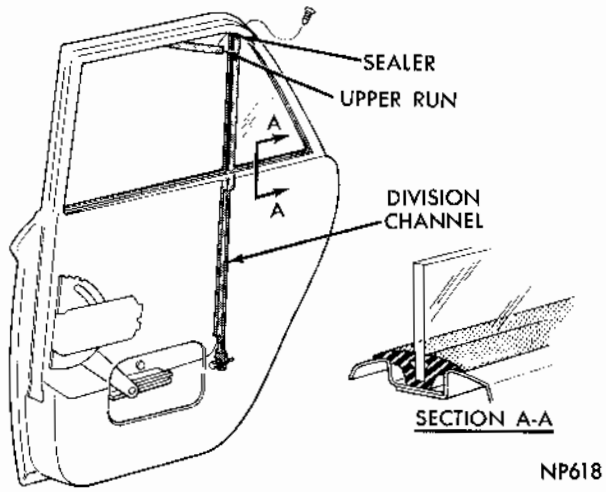

Fig. 7 - Rear Door Stationary Glass-Sedan
(1) Remove division channel attaching screws at upper and lower ends (Fig. 7) and remove channel.
(2) Move the glass and weatherstrip assembly forward and out of window opening.
(3) Inspect the weatherstrip.